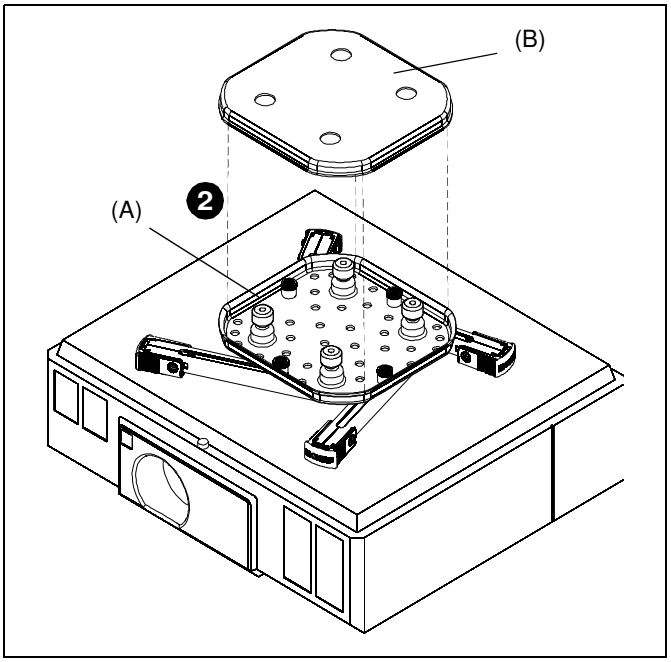

Figure 9
2. Placez la plaque de base du SSBU/SSMU (B) sur la plaque d'interface du SSBU/SSMU (A). (Voir la Figure 9)